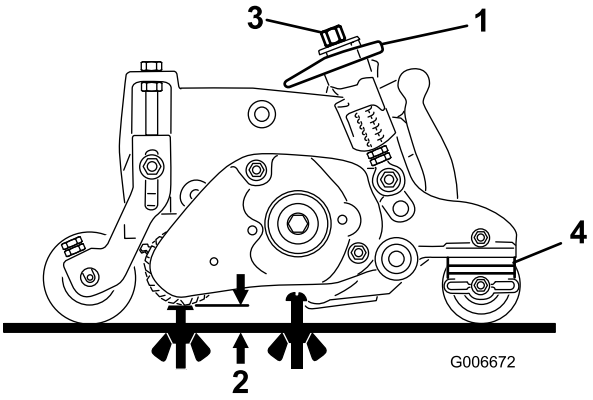

Figuur 44
1. Zorg dat de groomer is ingesteld op de gewenste groomer-hoogte (Figuur 44).